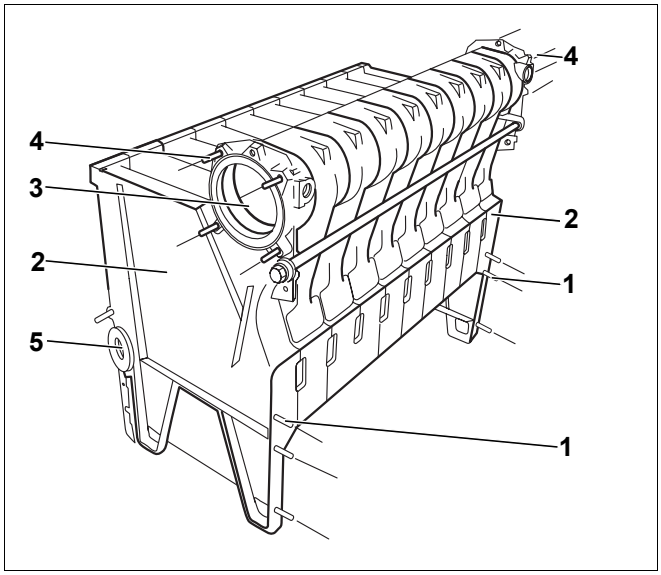

Rys. 21 Montaż śrub dwustronnych
- Wkręcić po cztery śruby dwustronne (rys. 21, **poz. 4**) do otworów gwintowanych dookoła górnej piasty (rys. 21, **poz. 3**) z lewej i prawej strony.
- Wkręcić po trzy śruby dwustronne (rys. 21, **poz. 1**) w przednią część członów tylnych (rys. 21, **poz. 2**) z lewej i prawej strony.
Zaślepić dolne piasty członów końcowych (rys. 21, **poz. 2**) bloku kotła załączonymi korkami zaślepiającymi.
- Zaślepić korkiem zaślepiającym 1¾" piastę tylną dolną (rys. 21, **poz. 5**). W drugi blok należy wkręcić korek zaślepiający (1¾" × 1") z możliwością przyłączenia przewodu do ciśnieniowego naczynia wzbiorczego.